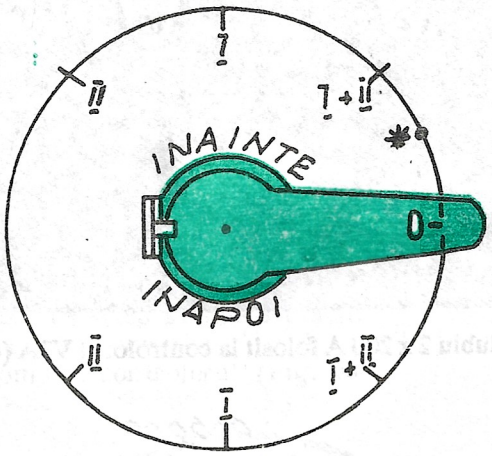

*Fig.87.* Maneta axului inversor
*Axul inversor (IV)* este un comutator manual cu came. El este format dintr-un ax, pe care sînt montate came, avînd de o parte şi de alta nişte contactori (Fig. 87). În capătul superior al axului se află o manetă (cheie) cu ajutorul căreia conducătorul tramvaiului roteşte inversorul.
Maneta de acționare a inversorului se află în cabina de conducere în partea stîngă a pupitrului de comandă (Fig. 87).